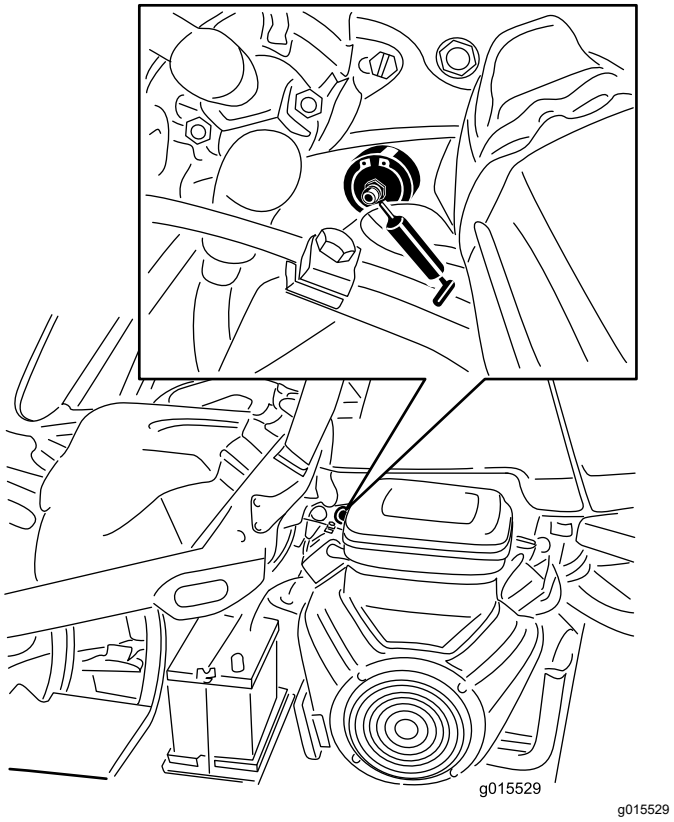

Figuur 32
1. Veeg de smeernippel schoon zodat u geen vuil in het lager of de lagerbus brengt (Figuur 32).